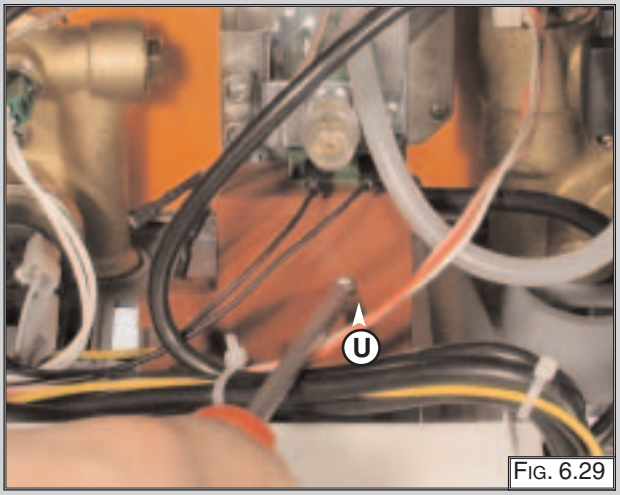

FIG. 6.29
2. Remove the screw “U” (FIG. 6.29);